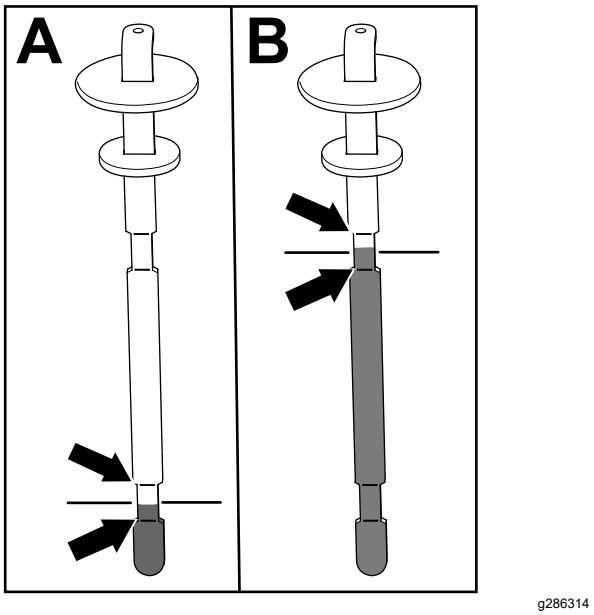

Figuur 80
5. Verwijder de peilstok en controleer het vloeistofpeil (Figuur 80).
- **Als de maai-eenheid is uitgerust:** het peil van de hydraulische vloeistof is goed als het tussen de 2 onderste markeringen op de peilstok reikt (A in Figuur 80). Het is ook aanvaardbaar als het vloeistofpeil boven de onderste markeringen reikt.
- **Als uw machine uitgerust is met de slangset voor hydraulisch aangedreven werktuigen:** het peil van de hydraulische vloeistof is goed als het tussen de 2 bovenste markeringen op de peilstok reikt (B in Figuur 80).